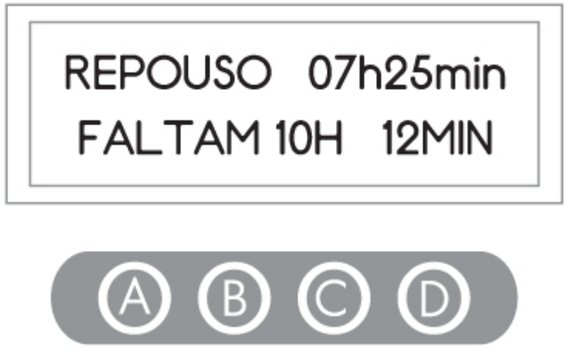

figura 33
- **Repouso**, conforme **figura 33**, indicando: